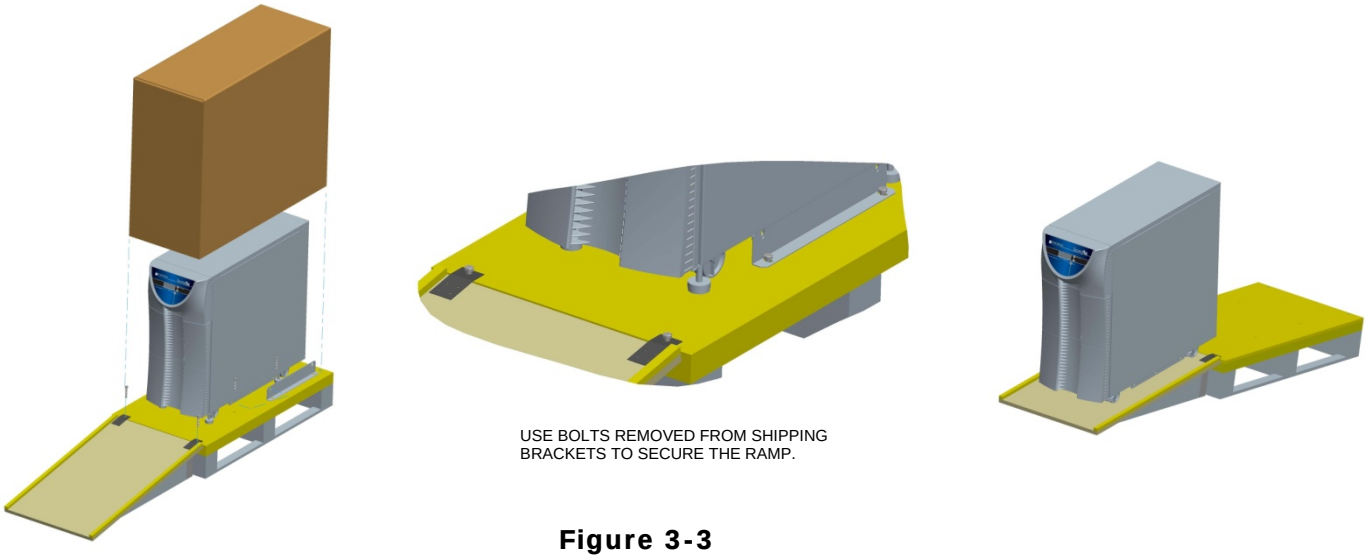

Figure 3-3
Unpacking the UPS requires simple tools such as a screwdriver and an adjustable wrench. To remove the UPS from the shipping container and packing materials, follow these simple steps while referring to Figures 3-3 below.
16) Attach the ramp as shown in Figure 3-3. The bolts used to attach the shipping brackets should be used to secure the ramp to the pallet. **CAUTION: The ramp brackets must align with the holes in the pallet and be secured by the bolts for SAFETY.** With the help from an assistant, carefully roll the UPS off the pallet and down the ramp to the floor of your facility. The UPS may now be easily moved on its casters to the installation location.